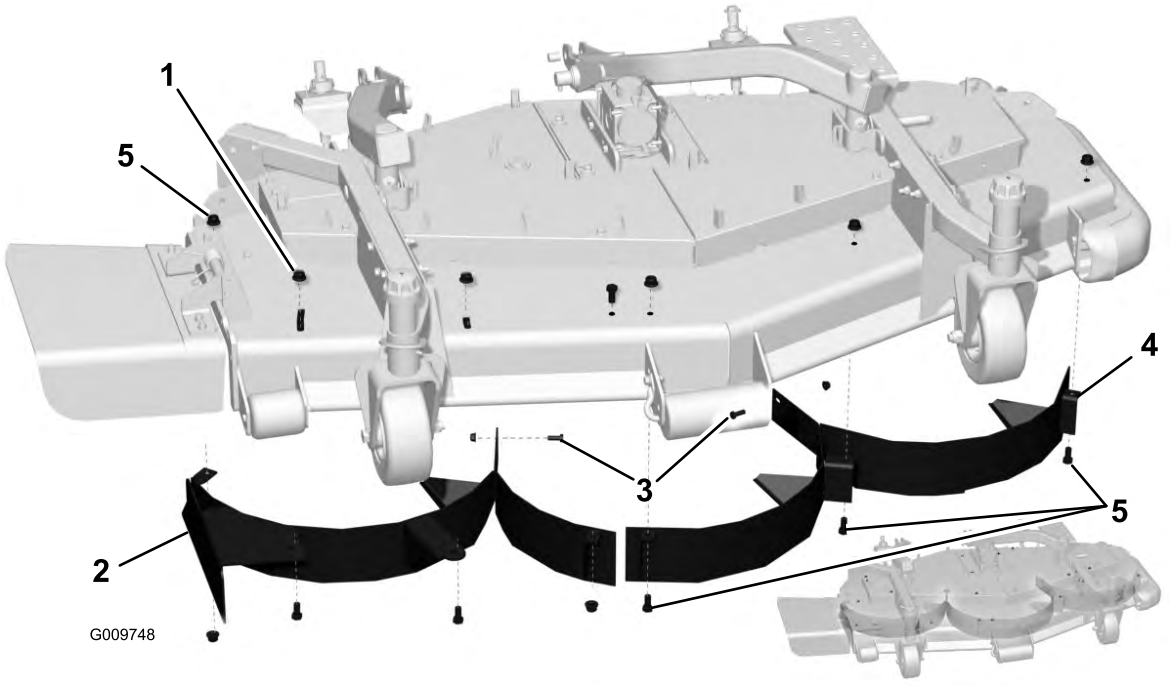

Figura 2
- Nos cortadores de 183 cm, aperte o abafador direito na parte superior do cortador com 2 parafusos novos (1/2 x 1 pol.) e 2 porcas novas (1/2 pol.) (Figura 2).
- Nos cortadores com 152 cm, aperte o abafador direito na parte superior do cortador com 1 parafuso novo (1/2 x 1 pol.) e 1 porca nova (1/2 pol.) (Figura 2).
- Aperte a parte de trás do abafador à parte de trás do cortador com 1 parafuso novo (3/8 x 1 pol.) e 1 porca nova (3/8 pol.) (Figura 2).
3. Apenas nos cortadores de 152 cm, aperte o abafador esquerdo ao direito com um novo parafuso de carroçaria (3/8 x 1 pol.) e uma porca flangelada (3/8) (Figura 2).